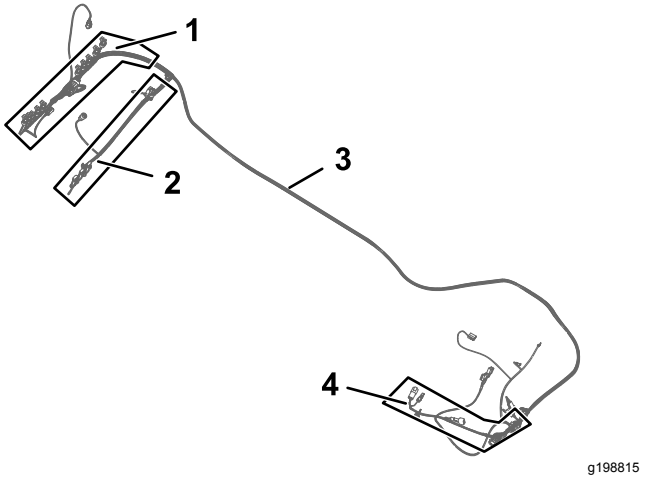

Figur 76
1. Find ledningsnettets afgreningsledninger på hhv. 84 cm, 60 cm og afgreningsledningen på 66 cm fra sættets ledningsnet (Figur 76 og Figur 77).